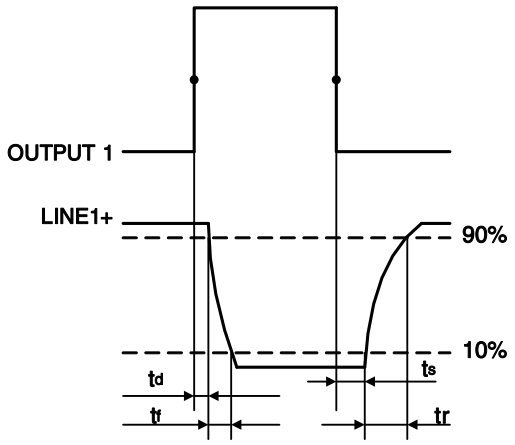

Figure 7-6 Parameter of opto-isolated output circuit
- Rising time delay = td+tf: <50μs (0°C~45°C) (parameter description is shown in Figure 7-6)
- Falling time delay = ts+tr: <50μs (0°C~45°C) (parameter description is shown in Figure 7-6)
- Rising time delay = tf+td: <20μs (0°C~45°C) (parameter description as shown in Figure 7-6)
- Falling time delay = tr+ts: <20μs (0°C~45°C) (parameter description as shown in Figure 7-6)